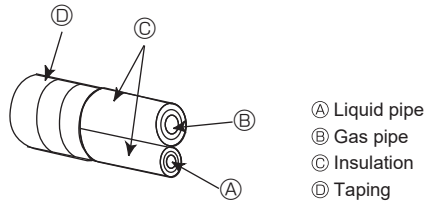

Fig. 4-5
4.3. Connecting pipes (Fig. 4-5) (Fig. 4-6)
[Fig. 4-5]